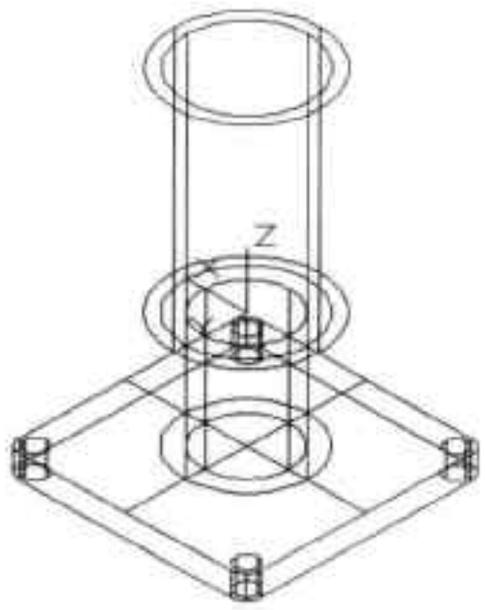

图13-58 绘制另一个圆柱体
Step11 执行“圆柱体”命令，再绘制一个直径为 48mm、高 73mm 的圆柱体，如图 13-58 所示。